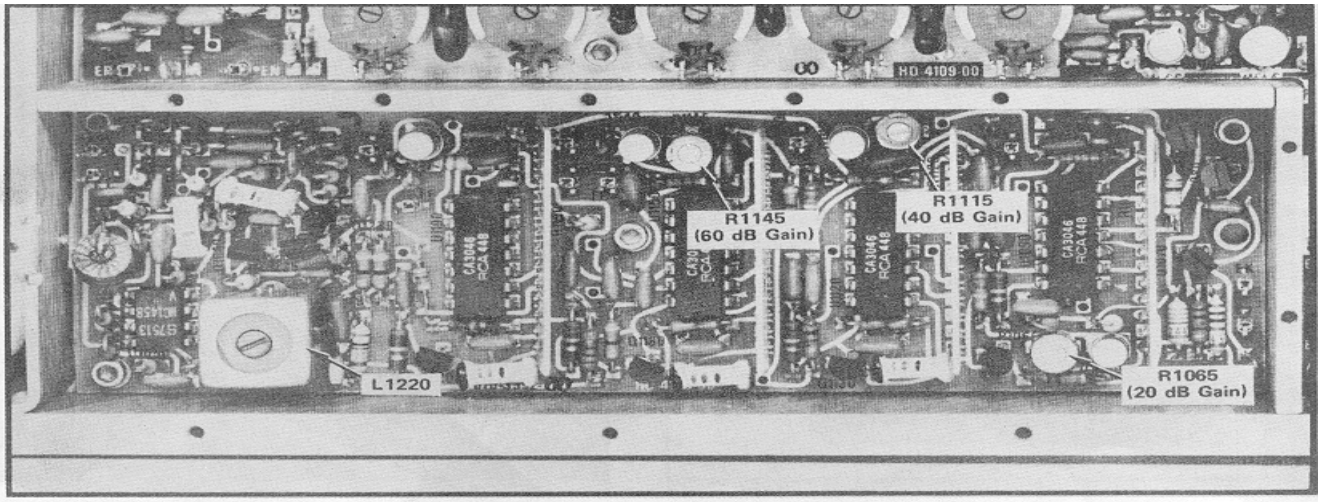
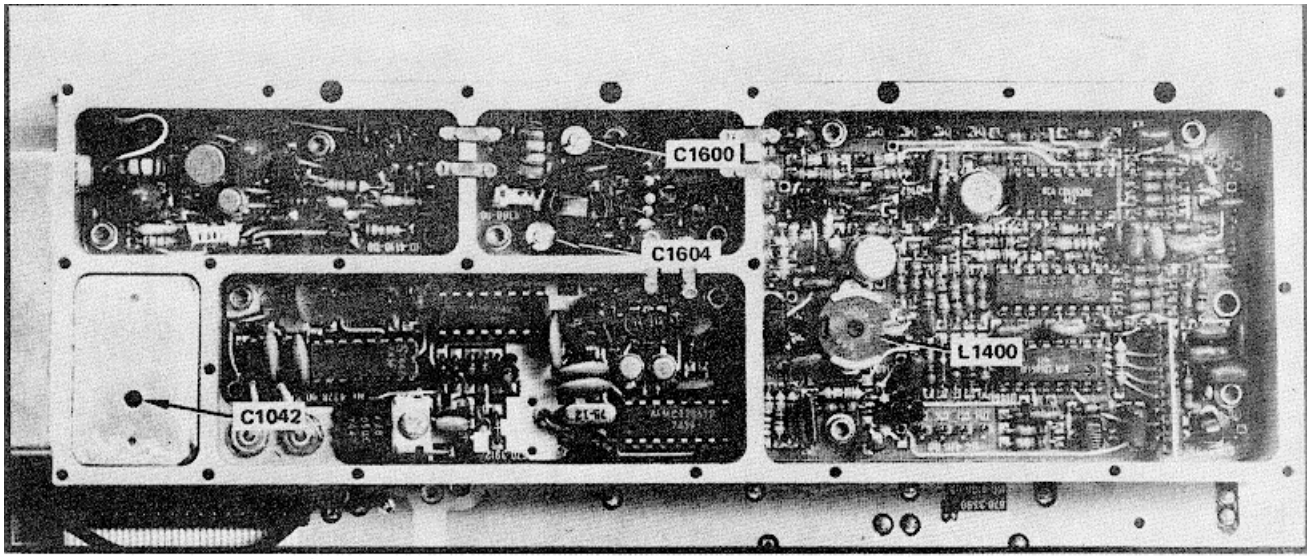

Fig. 4-13. Test points and adjustments on the Log/LIn Amplifier board.
Figure 4-14. Test points and adjustments on the 250 kHz IF Amplifier, 10.8 MHz Input Filter and 2nd Mixer.
3. Adjust the 20 dB Gain, with R1065 (Fig. 4-13), so the signal level equals the reference level (established in step 1).
5. Adjust the 40 dB Gain with R1115 (Fig. 4-13) so the display level equals the reference level.
6. Repeat the procedure to calibrate the 60 dB Gain with R1145 (Fig. 4-13).
c. --- Adjust L1200 (Fig. 4-13), L1400, C1604, C1600, and C1042 (Fig. 4-14) for maximum response to the 500 kHz Calibrator signal.